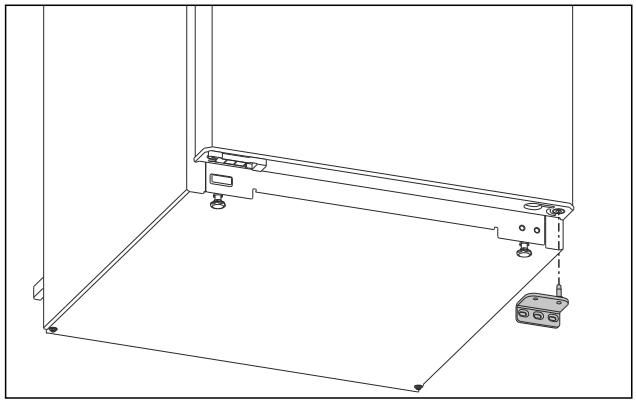

*Fig. 7*
- ▶ Detașați suportul de lagăr în jos. (vezi Fig. 7)